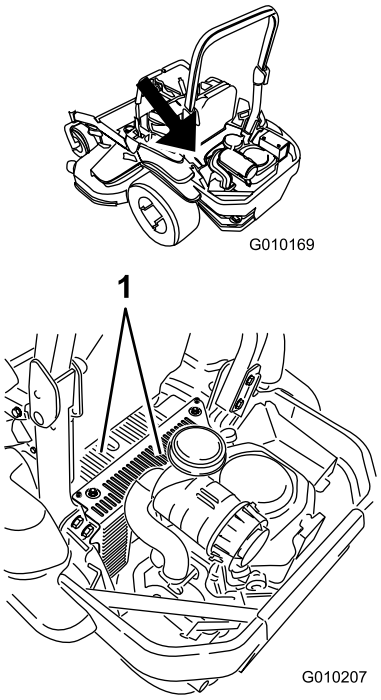

Figuur 72
5. Verwijder vuil en gras van de schermen van de hydraulische eenheid (Figuur 72).